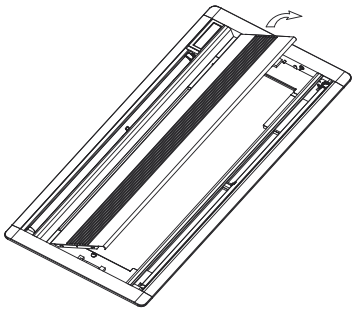

Rys. 5-11
3. Otwórz kratkę inhalacyjną (pod kątem ok. 45o) i wyjmij drugą stronę, patrz rys. 5-11.